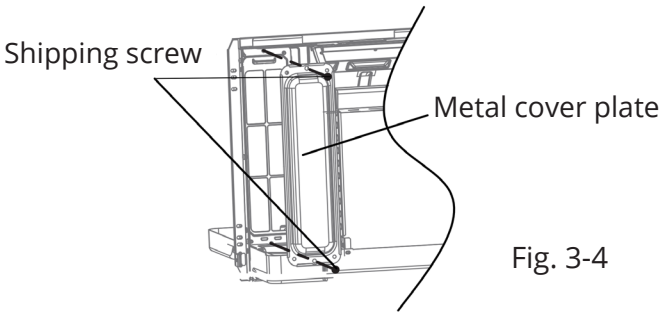

Fig. 3-4
- Remove the 2 shipping screws and the metal cover plate to open the vent door. (See Fig. 3-4.)